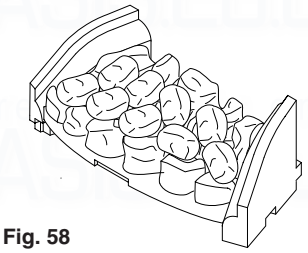

Fig. 58
3. Carefully remove all the loose coals, side cheeks, rear and front coals (Fig. 58).